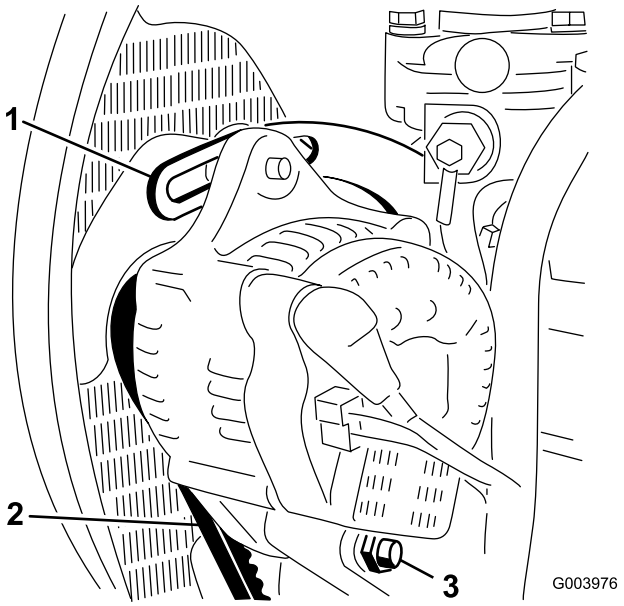

Figur 70
2. Kontroller generatorremmens tilspænding ved at trykke den ned (Figur 70) midt mellem generatoren og krumtapakslen med en belastning på 10 kg.
3. Løsn den bolt, der fastgør afstiveren til motoren (Figur 70), den bolt, der fastgør generatoren til afstiveren, og drejebolten.